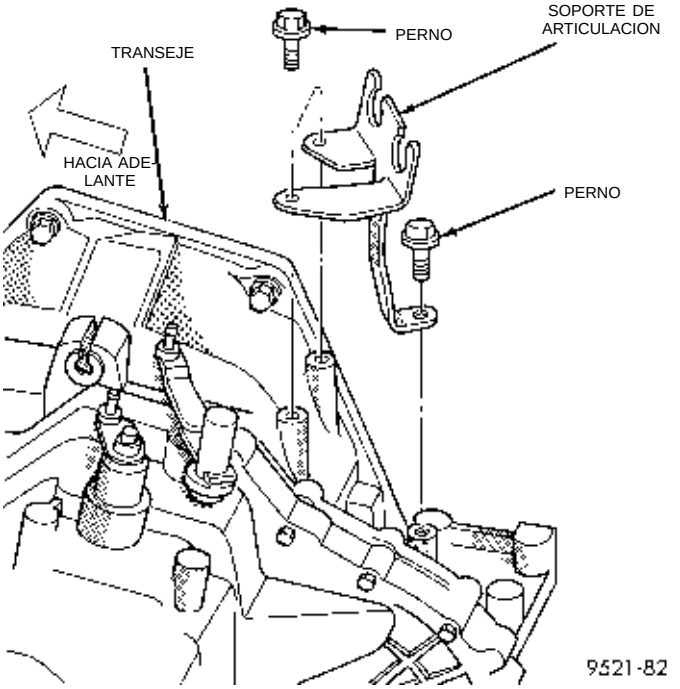

Fig. 26 Pernos del soporte de la articulación
(8) Retire el soporte de instalación del cable de cambio (Fig. 26).
(9) Retire el protector del cable del acelerador (si está equipado).
(10) Retire la ménsula de soporte del tubo múltiple de admisión (si está equipado) y el perno superior del motor de arranque.
(11) Retire los pernos superiores de la caja del conversor.